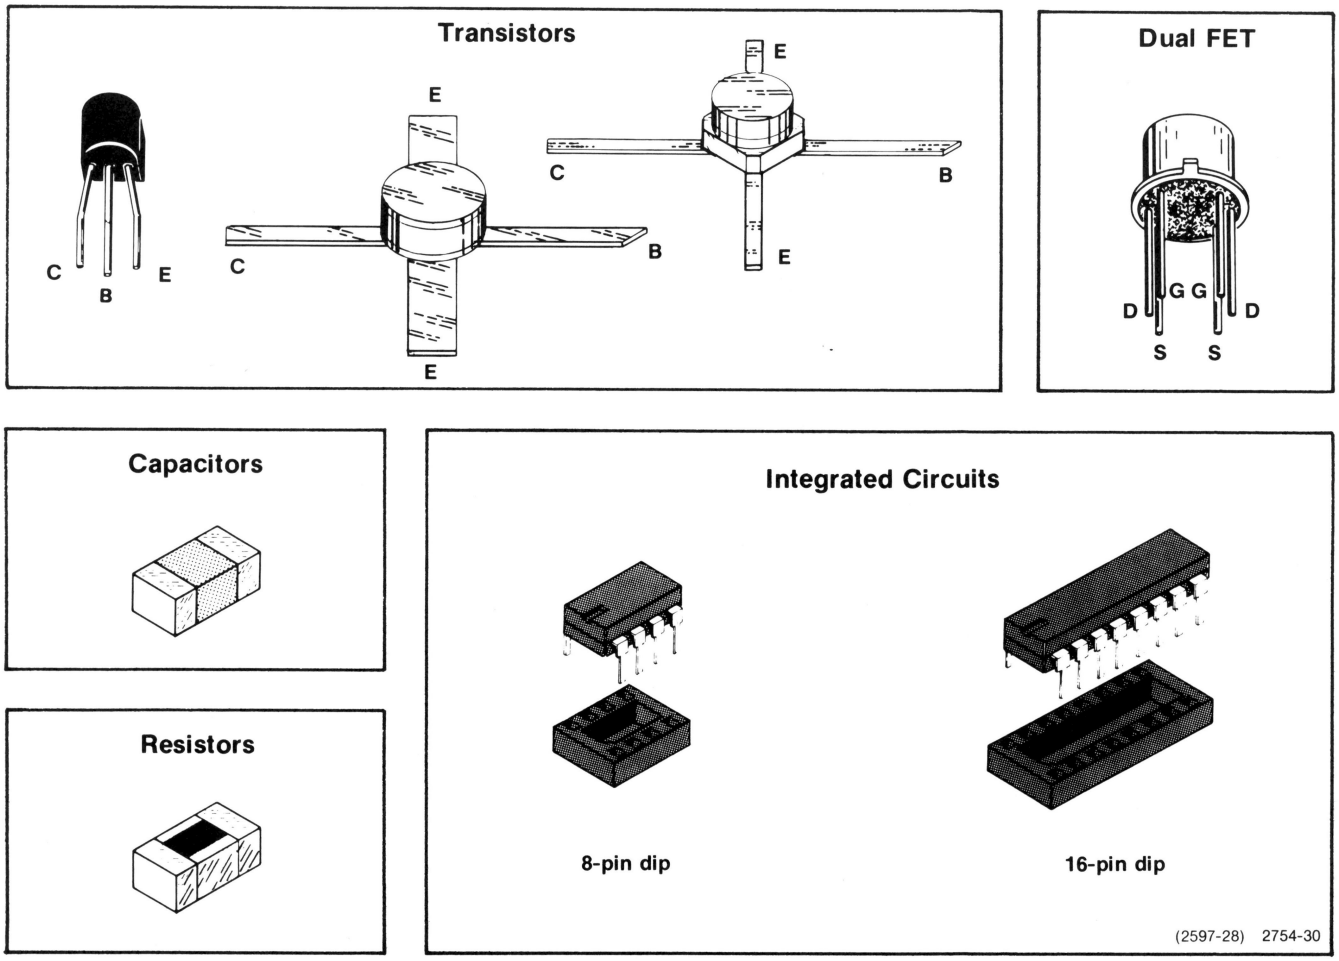

Fig. 5-4. Active component basing diagram.
Transistors. Lead identification for the transistors and ICs is shown in Fig. 5-4.
d. Be sure the component is inserted properly in its socket (see Fig. 5-4 or the manufacturer's data sheet).